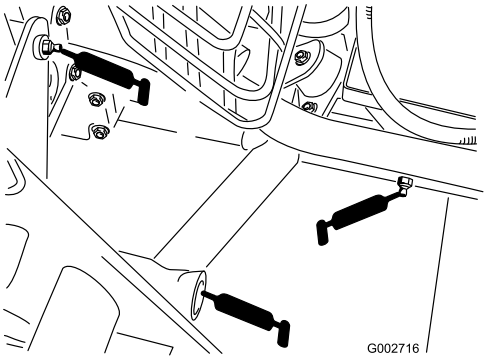

**Figuur 23**
- Achterste trekhaak (5) (Figuur 23)